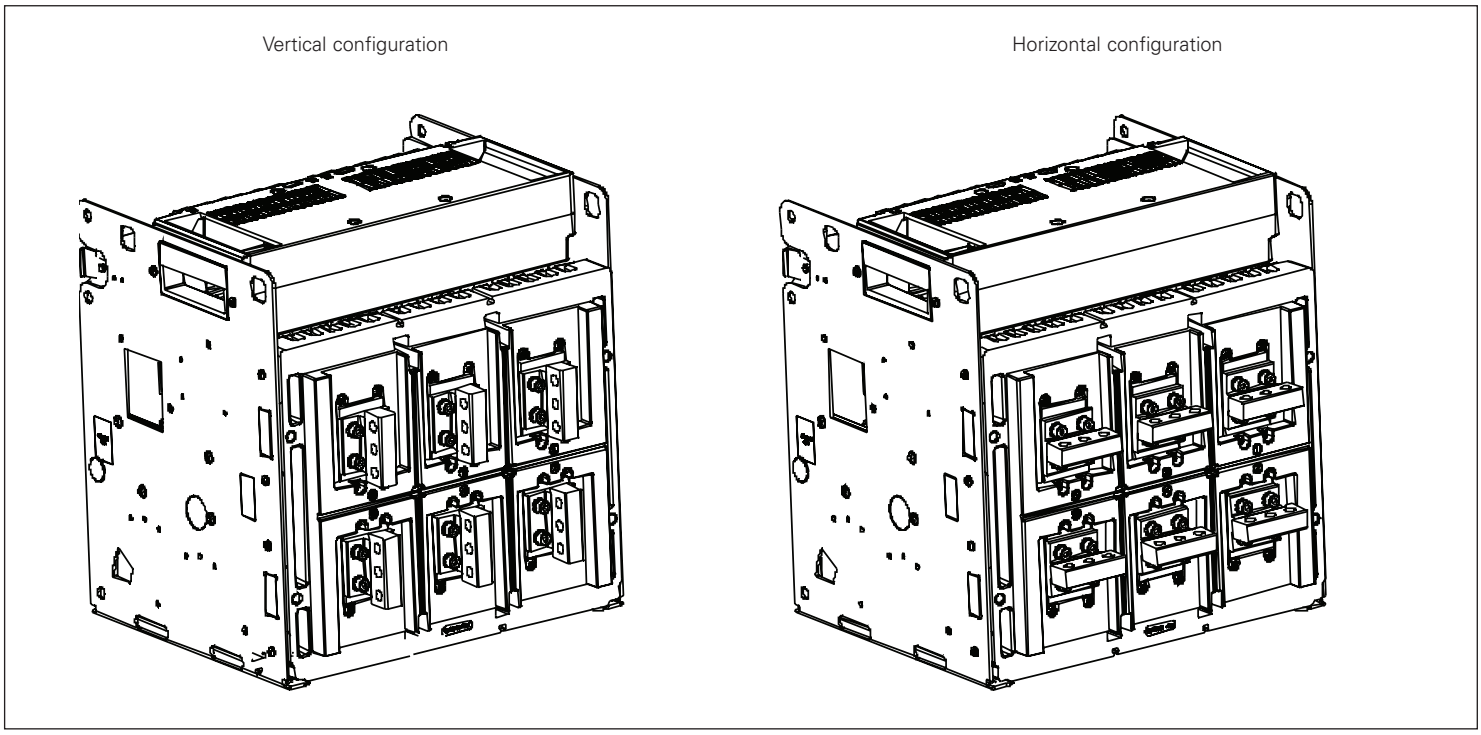

Figure 3. Step 2 - Three-pole with centered three hole rear primary adapter.
Step 1: Bolt a rear adapter to the four mounting holes of a primary terminal pad as shown using the hardware provided. Torque the bolted connection to 120 in-lbs / 13,6 N•m using a torque wrench. Refer to Figure 3 for the applicable configuration.